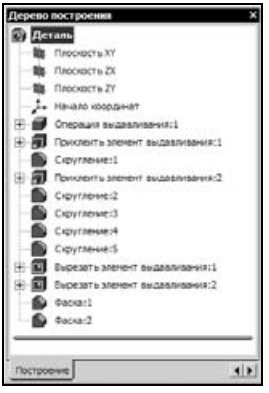

Рис. 2.101
- Посмотрите на дерево построения — для создания детали потребовалось выполнить двенадцать операций (рис. 2.101).